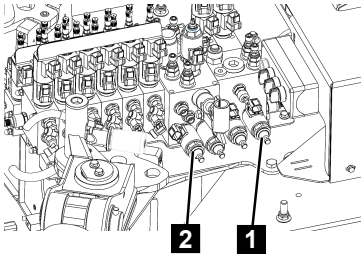

Fig. 153
3. Screw in the valve (Fig.153/1) clockwise.
4. Screw in the valve (Fig.153/2) clockwise.